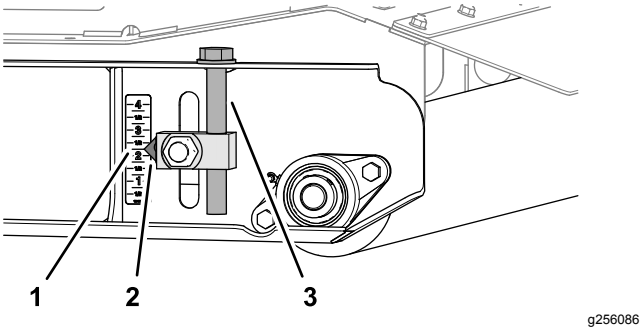

Figur 77
5. Höj vänster respektive höger klipphöjdsjusterare till 5,7 cm (2 ¼ tum) på dekalen (Figur 77).